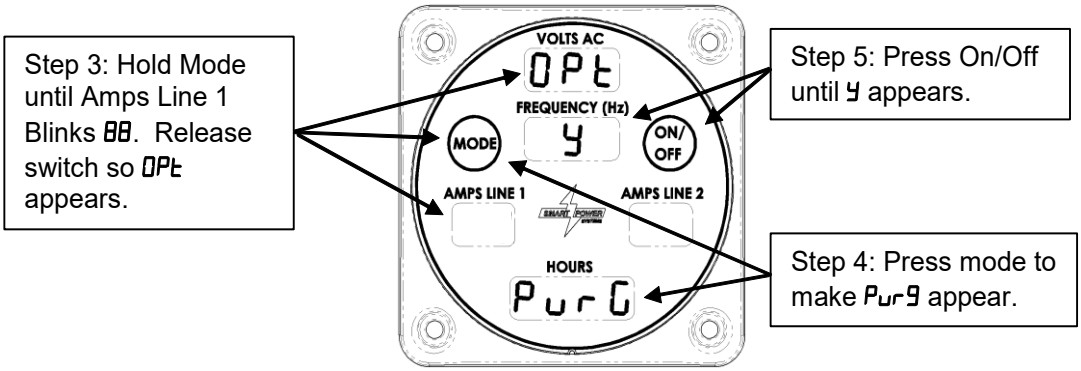

Figure 13
The system controller has been designed to provide a purge option. With this option applied, the generator will turn at a reduced speed to minimize wear to the system's hydraulic components while purging air from the system. The generator is shipped from the factory with the purge option enabled. See Figure 13, below, for instruction on manually enabling purge mode.
3. Otherwise, press and hold the Mode button until the Amps Line 1 field begins blinking 88 (more than 10 seconds). Release the button so OPt appears. Reference Figure 13.